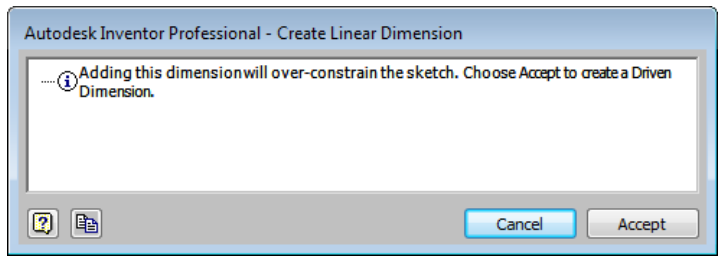
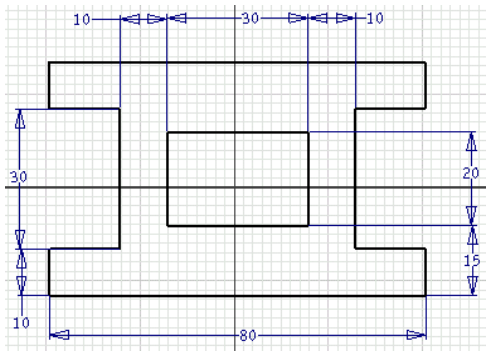

Figure 3-50 *The* ***Autodesk Inventor Professional*** *message box*
Figure 3-51 *Sketch after adding dimensions*
c. Add the required constraints and dimensions to complete the sketch, refer to Figure 3-51.
the sketch is ready to be converted into a feature. If you try to add more constraints or dimensions to this sketch, the **Autodesk Inventor Professional - Create Linear Dimension** error message box will appear, informing that adding this dimension will over-constrain the sketch, see Figure 3-50. If you still want this dimension to be displayed, choose the **Accept** button from this message box, the dimension will be added as a driven dimension. A driven dimension is placed inside parentheses and is not used during the manufacturing process. This dimension is used only for reference. Note that you cannot edit the value of a driven dimension. The sketch after applying all the dimensions and constraints should look similar to the one shown in Figure 3-51.